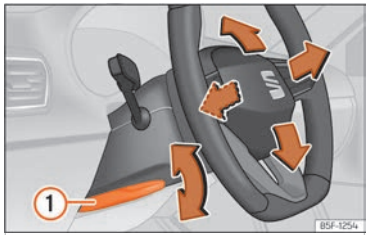

Fig. 64 Palanca a la part inferior del lateral esquerre de la columna de direcció.
- Estireu la palanca ››› fig. 64 ① cap avall, moveu el volant fins a la posició desitjada i torneu a apujar la palanca fins al punt de tancament.
- **Després d'ajustar la columna de la direcció, empenyeu fermament la palanca ››› fig. 64 ① cap amunt perquè el volant no canviï de posició accidentalment durant la marxa.**